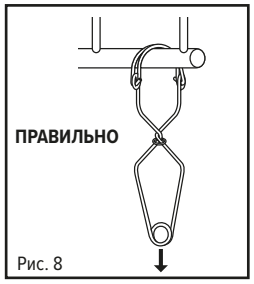

Рис. 8
- Элемент постоянной конструкции должен также иметь форму и конструкцию, не позволяющие неконтролируемое отсоединение карабина или его повреждение. Всегда необходимо убедиться, что после зацепления на элемент постоянной конструкции карабин с защелкивающимся стопором защелкнут правильно (рис. 8 и 9).